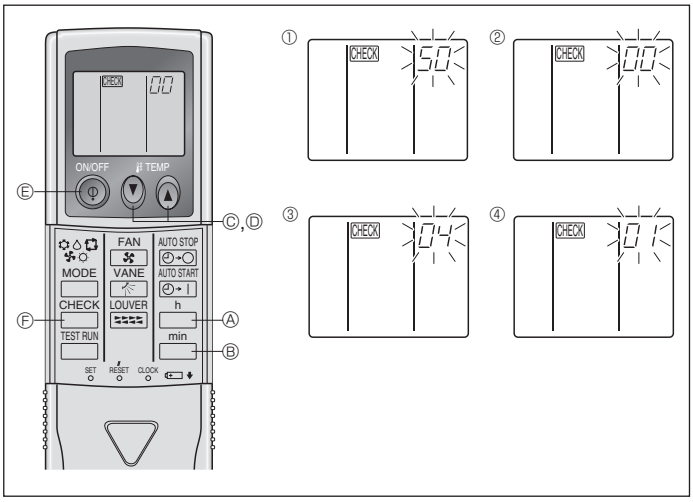

Fig. 6-15
2) Pour la télécommande sans fil infrarouge (Fig. 6-15)